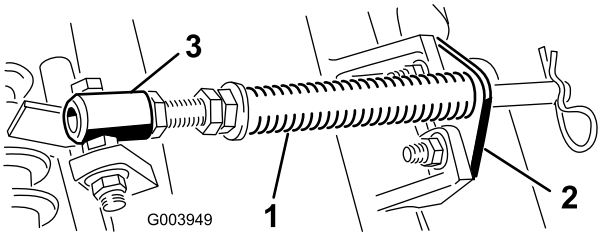

Figur 4
A. Demontera de två vagnskruvar och muttrar som håller fast stångbeslaget på klippenhetens flikar (Figur 4).
B. Ta bort den flänsmutter som fäster fjäderrörets skruv vid bärramens flik (Figur 4). Ta bort monteringen.